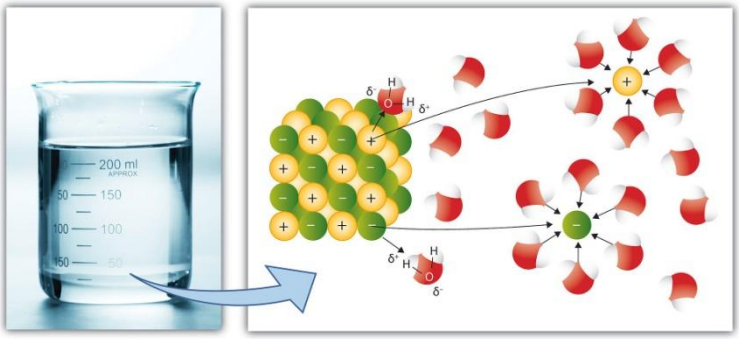

Abb. 1.35: Der Lösevorgang im Teilchenmodell
Abb. 1.35: Salze sind chemische Verbindungen. In ihren **Kristallen** sind oft zwei Atomsorten vorhanden, und sie sind in Würfeln oder anderen geometrischen Körpern angeordnet. Diese Abbildungen zeigen „kubisch-primitive Gitter wie sie in den Salzkristallen von Kochsalz (Natriumchlorid, Formel NaCl), Lithiumfluorid LiF und Caesiumiodid CsI vorkommen(Bildquellen: Links und Mitte public domain, rechts: *Cdang* (original GIF, SVG version), *Samuel Dupré* (3D model with SolidWorks) - Own work, CC BY-SA 3.0, https://commons.wikimedia.org/w/index.php?curid=6407652).
2. An die einzelnen, nun freien Ionen lagern sich aufgrund elektrostatischer Anziehung Wassermoleküle an, weil die insgesamt neutralen Wassermolküle kleine Plus- und Minuspole aufweisen (Abb. 1.35, **Hydratisierung** oder **Hydrathüllenbildung**).